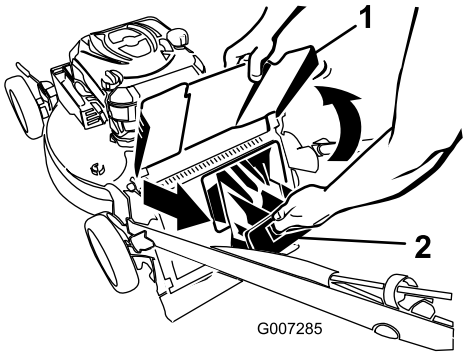

Figur 20
2. Hæv, og hold udkastdeflektoren oppe (Figur 20).
3. Træk bagudblæsningsdækslet af (Figur 20).